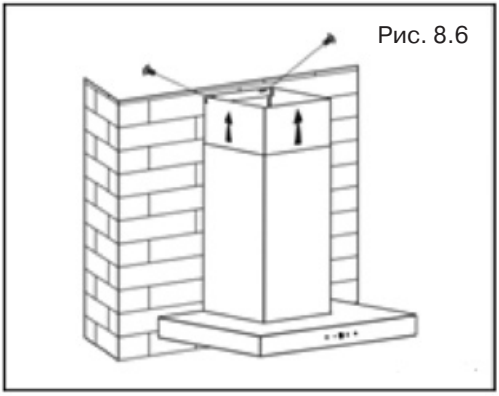

Рис. 8.6
13. Внутреннюю часть кожуха поднимите вверх до совмещения узлов крепления кожуха и планки крепления кожуха и соедините их. (рис. 8.6).